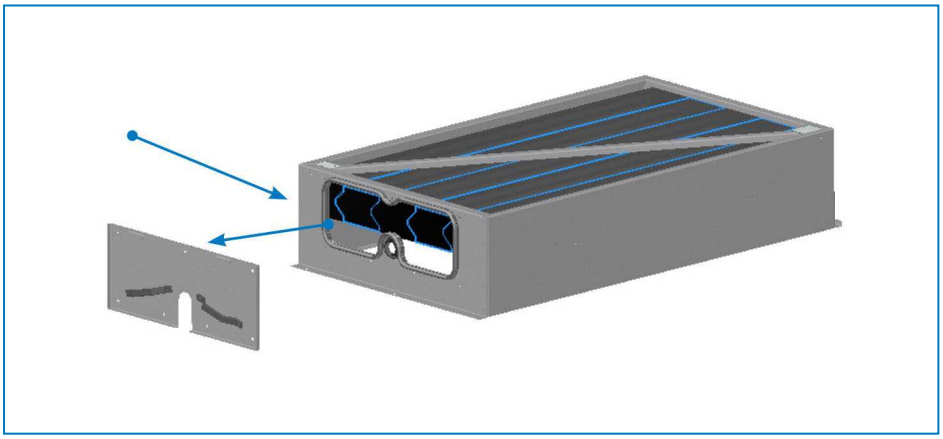

Рис. 4. Оросительная секция со снятой дверной панелью
1. Только для 1В: установите верхний оросительный коллектор между двумя резиновыми муфтами. Продвиньте оросительную трубу в кронштейн и убедитесь, что форсунки направлены вниз. Разместите и установите две резиновые муфты в верней и нижней части оросительной трубы. Установите улавливатели обратно в оросительную секцию, обращая внимание на исходное местоположение и ориентацию. Установите обратно панели доступа (см. рисунок 4). При необходимости повторите эти этапы для всех модулей изделия.